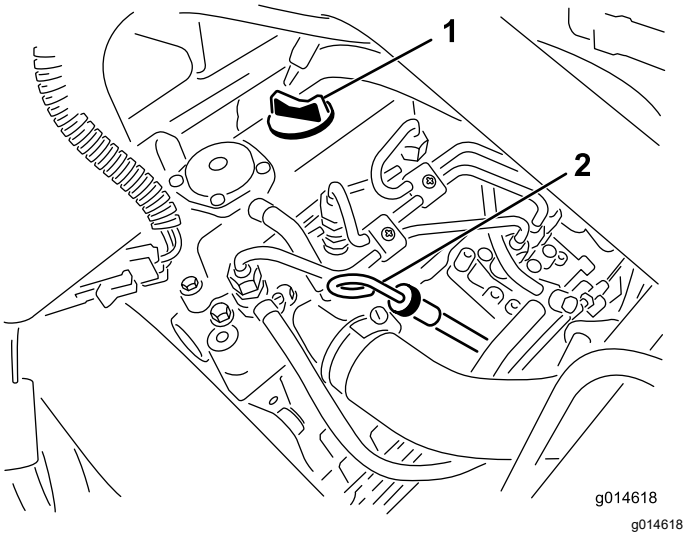

Figuur 33
2. Verwijder de peilstok en veeg deze af met een schone doek (Figuur 33).